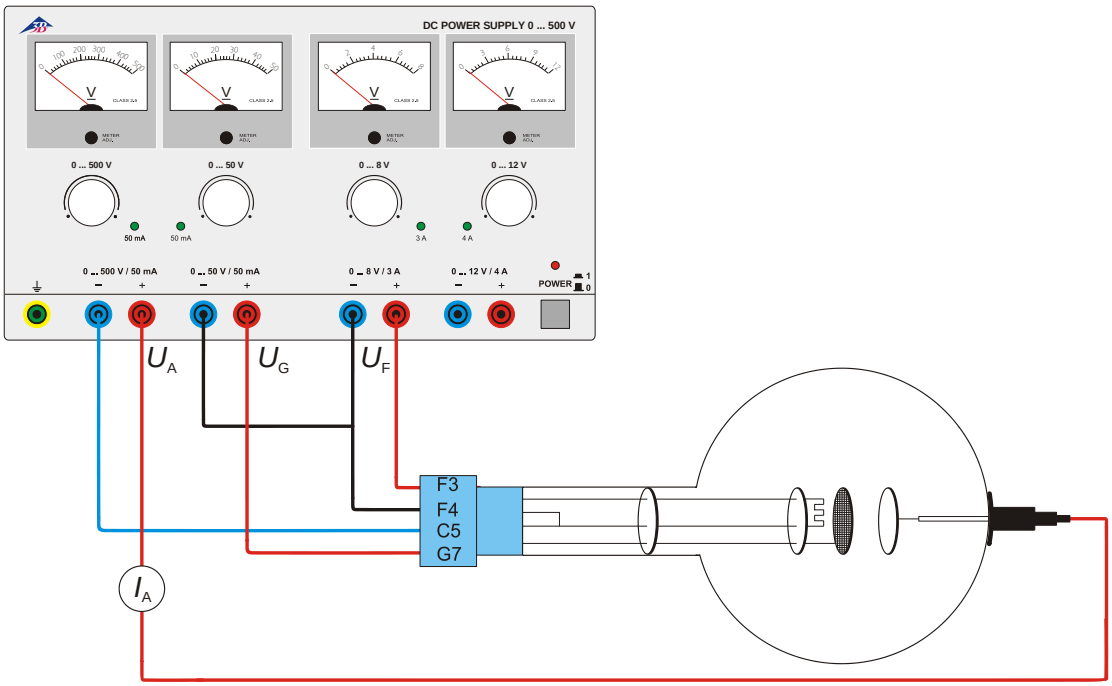

Fig. 1 Nachweis des Anodenstroms und Bestimmung der Polarität der Ladungsträger
- Schaltung gemäß Fig. 1 vornehmen.